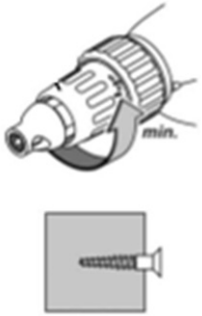

Fig. 3 – Regulagem da profundidade
Para que o parafuso entre menos no material, gire o regulador de profundidade (2) no sentido horário, conforme fig. 3: